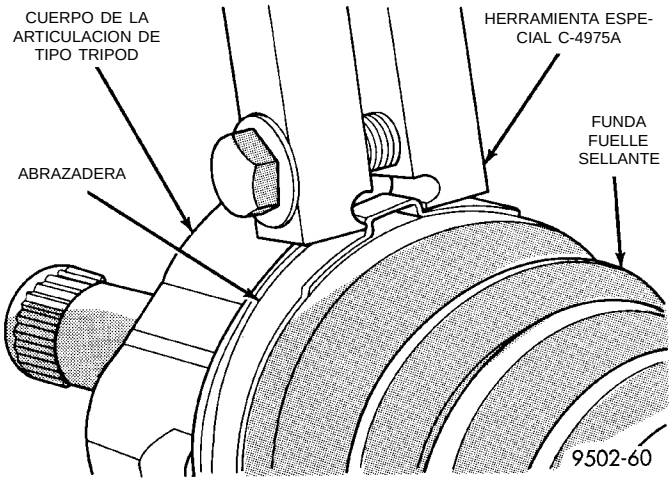
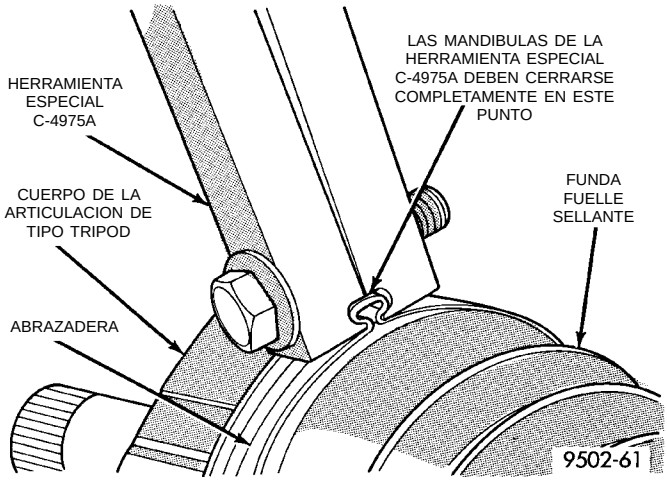

Fig. 52 Herramienta plegadora instalada en la abrazadera de funda fuelle sellante
Fig. 53 Abrazadera de retención de la funda fuelle sellante instalada
(8) Posicione la funda fuelle sellante externa de la junta homocinética en su acanaladura de retención en el cuerpo de la junta homocinética externa. Instale la abrazadera de retención de la funda fuelle sellante a la junta homocinética externa en la funda fuelle sellante de manera uniforme.
(9) Inmovilice con la abrazadera de la funda fuelle sellante en el cuerpo de la junta homocinética externa mediante la Herramienta especial plegadora C-4975-A y ateniéndose al siguiente procedimiento. Coloque la Herramienta plegadora C- 4975-A sobre el puente de la abrazadera (Fig. 52). Apriete la tuerca en la Herramienta plegadora C- 4975-A hasta que las mandíbulas de la Herramienta se hayan cerrado completamente, cara a cara (Fig. 53).